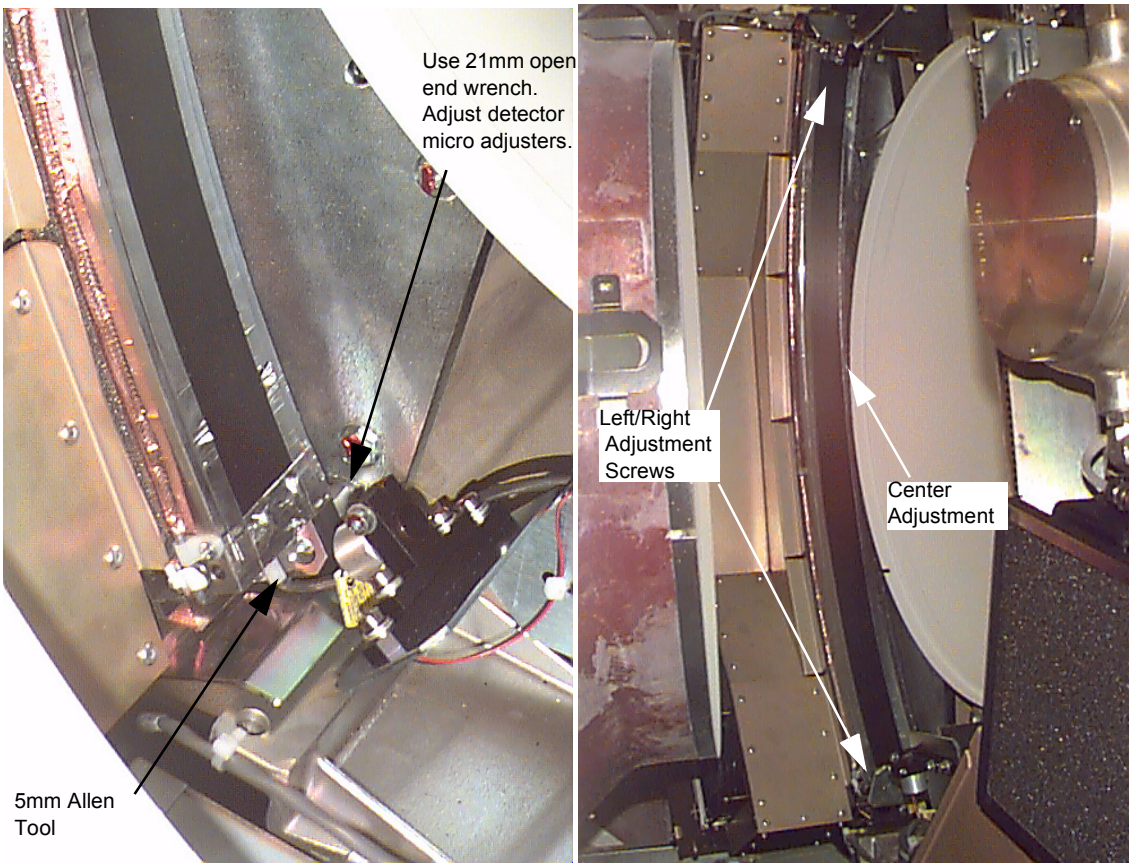

Figure 12-22 Detector Cap-head Screws
5.) Refer to Figure 12-22. Loosen the M-6 caphead screws, located at each end of the detector (total of two caphead screws).